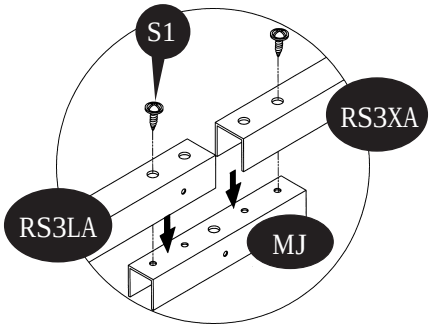

fig.1
10. Assemble the roof structures (RS3LA), (RS3XA) with middle joining support (MJ). Use only 2 (S1) screws as shown in fig. 1.